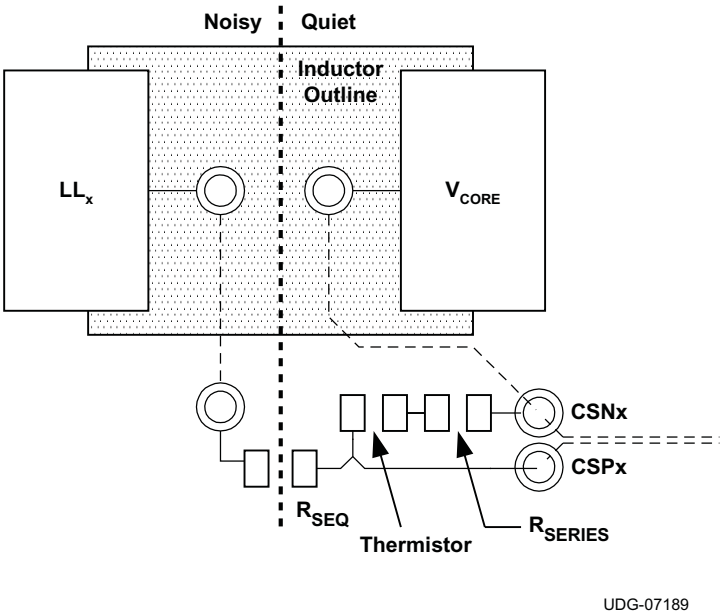

Figure 10. Make Kelvin Connections to the Inductor for DCR Sensing
- Make a Kelvin connection to the pads of the resistor or inductor used for current sensing. See Figure 10 for a layout example.